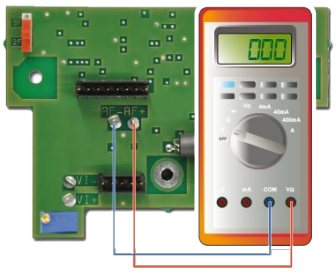

Рисунок 18
- Посмотрите значение мВ на вольтметре (Рисунок 18), с полной шкалой 1600 мВ. Вычислите значение как функцию от вашего калибровочного газа.